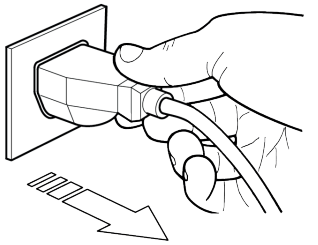
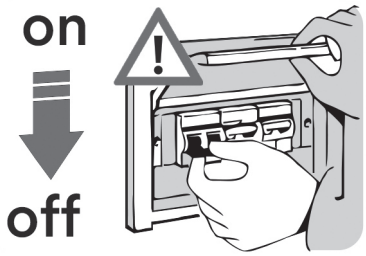

fig. 3
fig. 4
L'apparecchiatura non è dotata a bordo di un sezionatore in grado di togliere contemporaneamente la tensione ai due poli (fase e neutro) dell'alimentazione elettrica. Infatti la pressione del tasto OFF sulla centralina elettronica arresta solo il funzionamento della vetrina, ma non toglie corrente ai componenti elettrici all'interno della vetrina (luci, ventilatori e basetta elettrica). Il sezionamento può avvenire tramite presa a spina (fig.3), ma si consiglia vivamente all'installatore di posizionare sul collegamento elettrico, a monte dell'apparecchiatura, un interruttore onnipolare (fig.4) che garantisca la disconnessione totale della vetrina dalla rete di alimentazione.
**La pressione del tasto OFF sulla centralina elettronica arresta il funzionamento della vetrina ma non provoca il sezionamento dell'energia elettrica. Si obbliga quindi, in caso di intervento di manutenzione, di disconnettere completamente la vetrina dalla rete elettrica staccando la spina di alimentazione (fig.3) o agendo sull'interruttore generale installato a monte della vetrina (fig.4).**
**In caso di incendio provvedere sempre a disinserire immediatamente l'interruttore generale della linea principale di alimentazione (fig.4).**